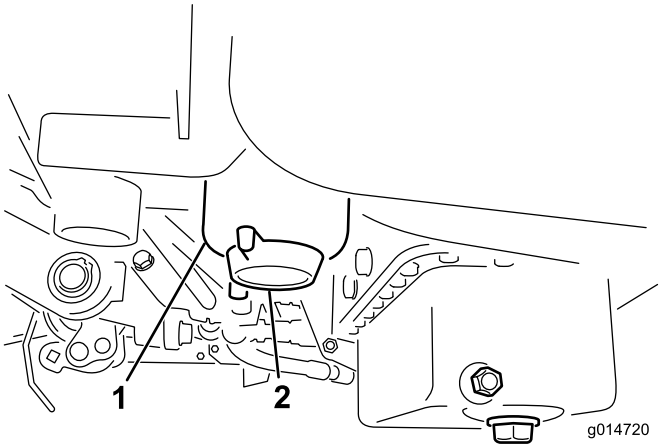

**Figur 48**
2. Rengjør området der filterboksen skal festes (Figur 48).
4. Åpne tappepluggen (Figur 48).